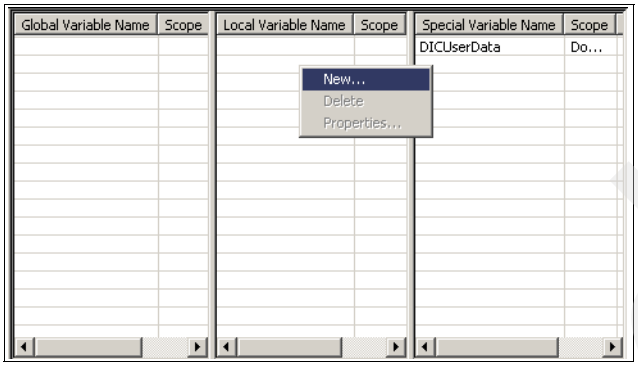

Figure 15-33 Variables window
1. Right-click in the **Variables** window below the Local Variable Name column (Figure 15-33 on page 500).